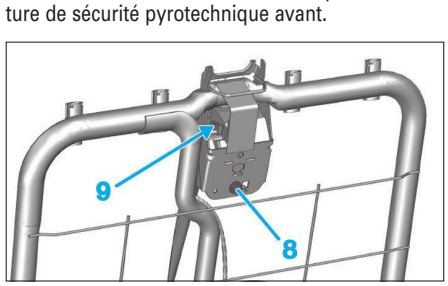

Fig. 29
• Déposer la vis (8) **(Fig.29)**.
• Débrancher le connecteur (9) et déposer la ceinture de sécurité pyrotechnique avant.